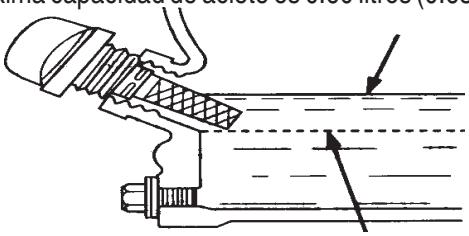

Figura 4. Varilla medidora del aceite del motor (nivel de aceite)
4. Si el nivel de aceite esta bajo (Figura 4), llene por la orilla del orificio con el tipo de aceite recomendado (Tabla 4). La máxima capacidad de aciete es 0.60 litros (0.63 cuartos).